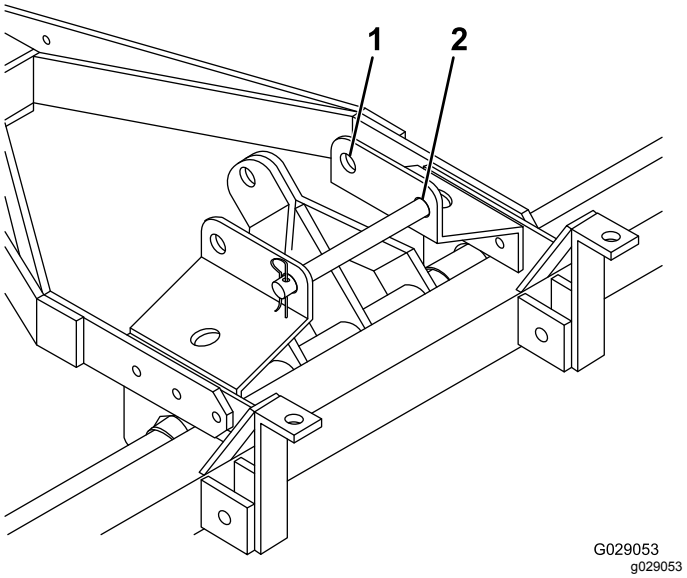

Figur 10
1. Flytt låsestiften til den bakre posisjonen (luftestilling) (Figur 10).
6. Når du transporterer en modell 44856, sett låsepinnen i det fremre hullet (Figur 10).